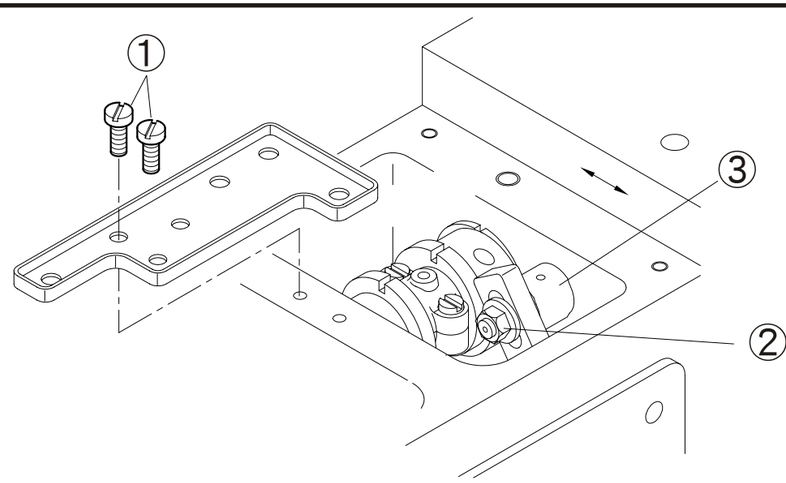

Fig. 24
2. Mueva la tapa superior y tonillos 1. (Fig. 24)